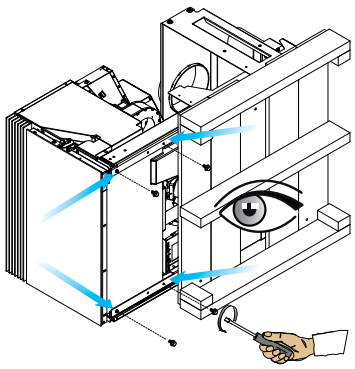

fig. 6.1.5
5) Dévisser les quatre boulons de fixation des rails placés sur le fond de la machine (Fig. 6.1.5).